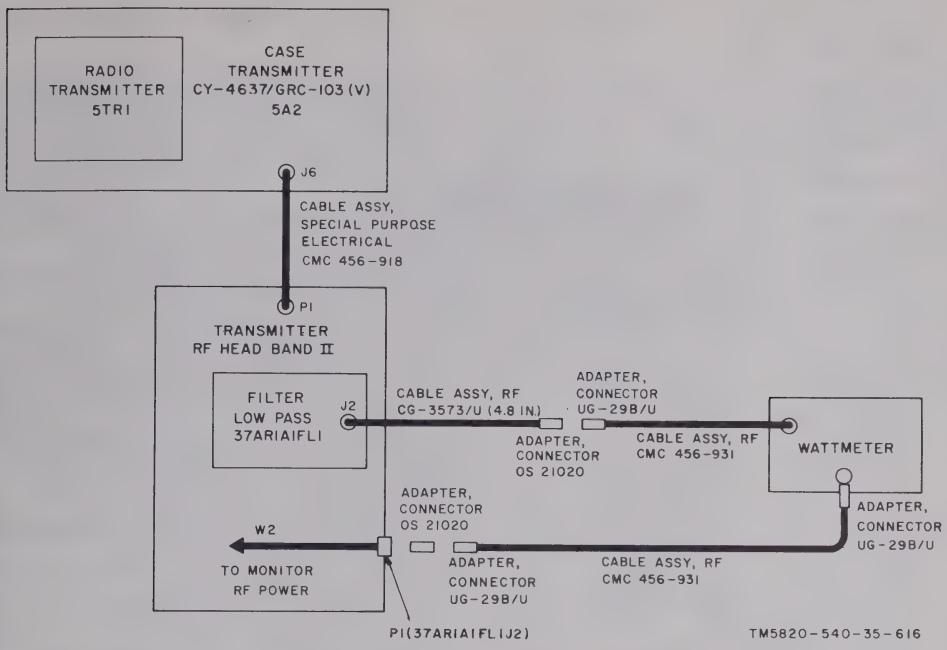

Figure 3-46. Low-pass filter 37AR1A1FL1 operational check, test setup.
(2) Connect the test equipment as shown in figure 3-46.
(3) Insert the coupler-detector CU-755/URM-120 into the wattmeter.
(4) Set the XMTR CHANNEL and XMTR TUNE controls to channel 760.
(5) Set the transmitter AC POWER switch to ON/RESET.
(6) Set the meter switch to PWR OUT and adjust the PWR OUT PEAK control for maximum indication on the meter. The wattmeter should indicate 22 watts minimum.
(7) Set the AC POWER switch to OFF. Replace low pass filter 37AR1A1FL1 if an abnormal indication is obtained in (6) above. Refer to paragraph 3-90 for replacement procedures.